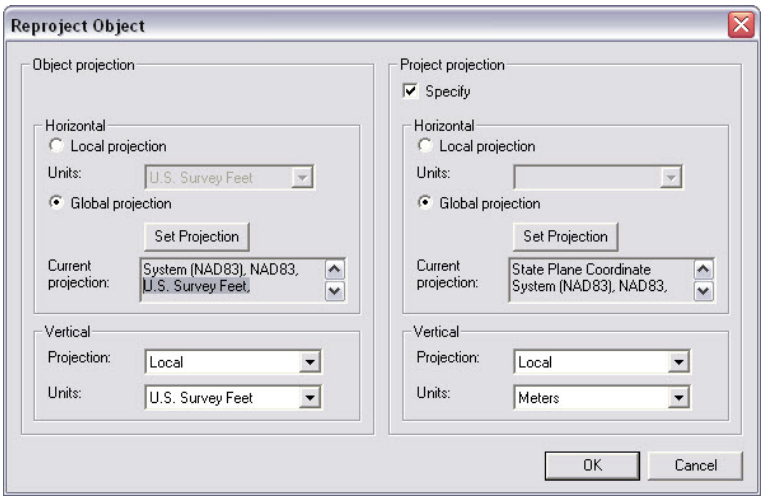

Figure 23. Reprojection from feet to meters.
2. These will be displayed in State Plane New Jersey in feet and must be reprojected to meters, rt-click on each file and *Reproject* each from feet to meters (Figure 23), uncheck all but the *Channel.shp*, and use the button to highlight the shapefile,